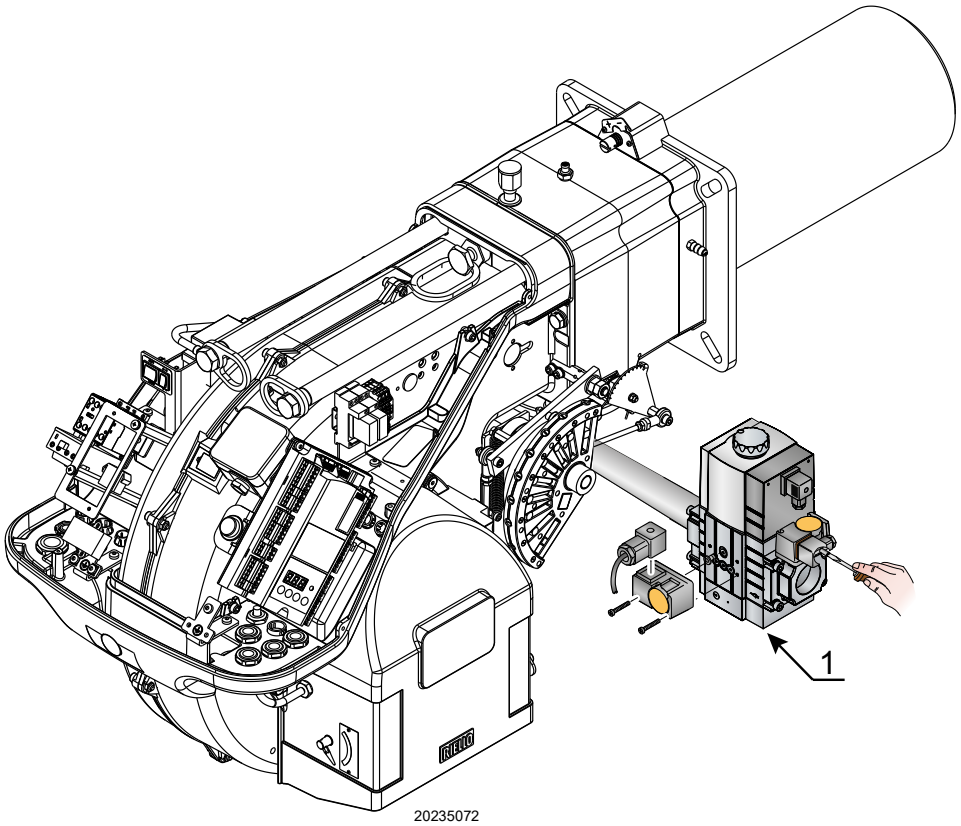

Fig. 27
- Contrôler la pression d'alimentation en gaz en raccordant un manomètre à la prise de pression 1)(Fig. 27) du pressostat gaz de seuil minimal : elle doit être inférieure à la pression maximale admissible de la rampe gaz, indiquée sur la plaque signalétique.
- Purger l'air de la tuyauterie de la rampe gaz en raccordant un tuyau en plastique à la prise de pression 1)(Fig. 27) du pressostat gaz de seuil minimal. Diriger l'extrémité du tuyau de purge vers l'extérieur du bâtiment jusqu'à ce que l'odeur du gaz soit perceptible.